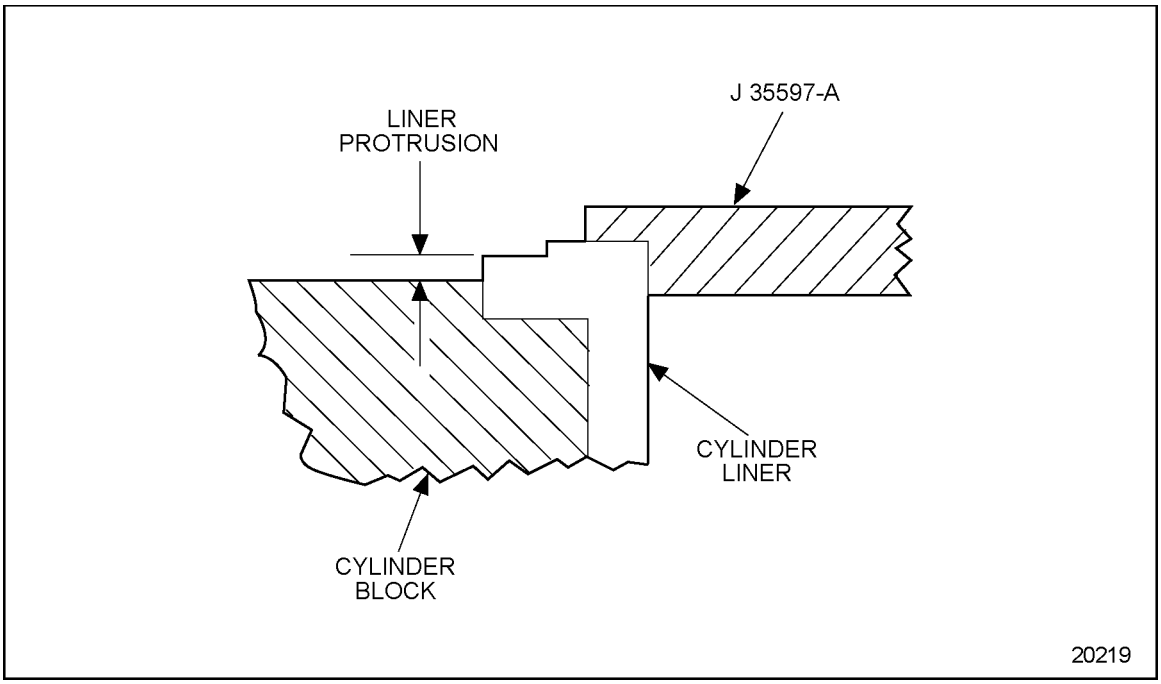

Figure 1-332 Cylinder Liner Protrusion
11. Measure the distance from the top of the liner flange to the top of the block. See Figure 1-332